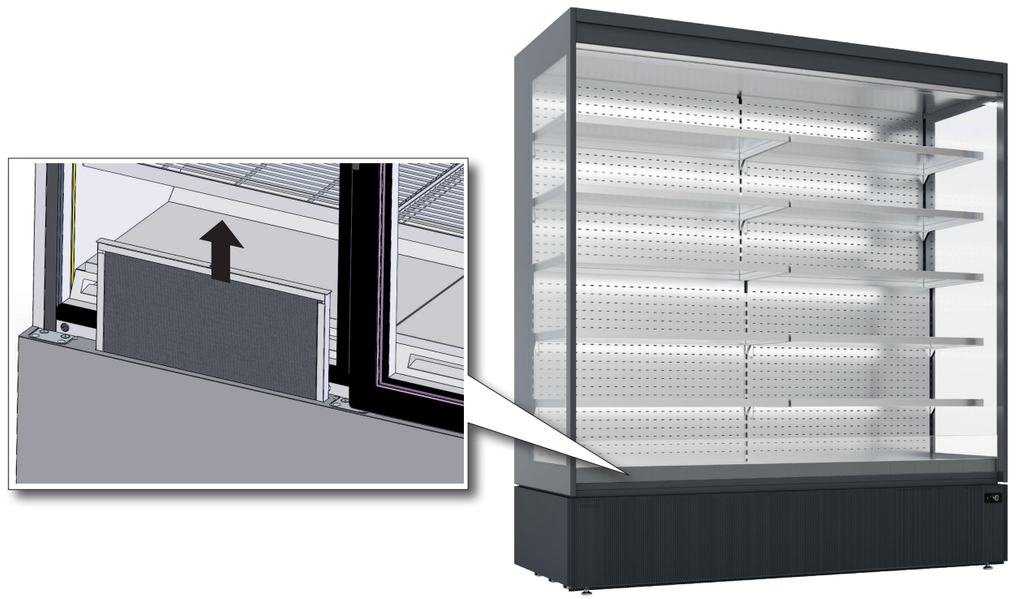

fig. 14
- Estrarre il filtro come illustrato in fig.14 e pulirlo accuratamente con un soffio d'aria compressa.